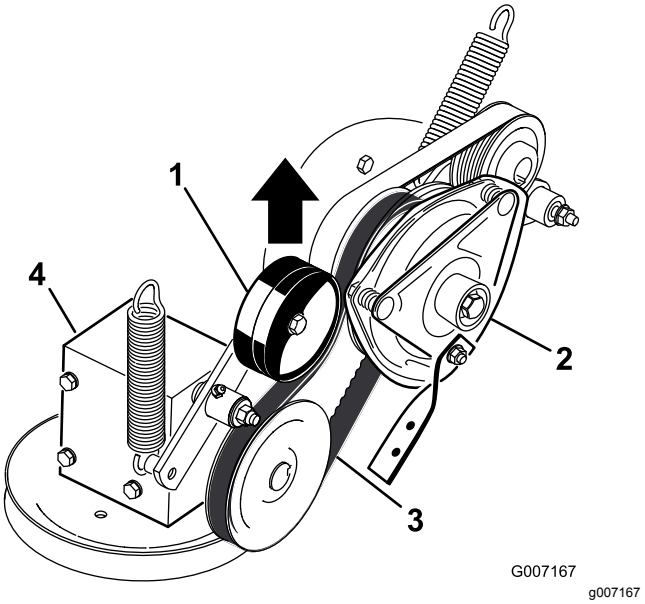

Figur 77
5. Trekk den fjærbelastede lederullen for kraftuttakets drivrem opp, og fjern remmen fra clutchremskiven (Figur 77).
17. Trekk den fjærbelastede lederullen for kraftuttakets drivrem opp, og monter den på clutchremskiven (Figur 77).